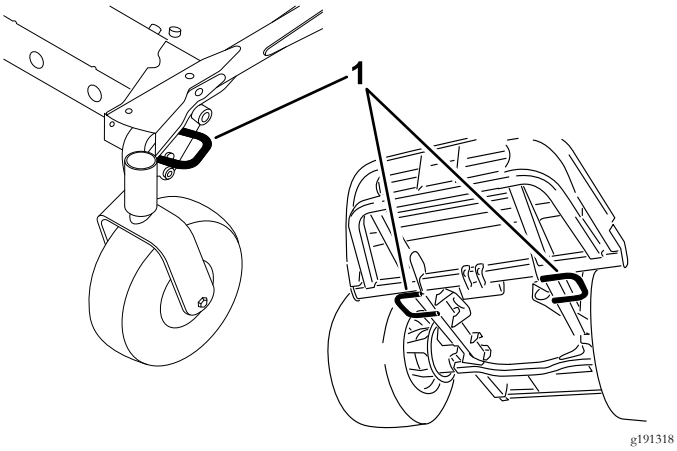

Rysunek 29
5. Zamocuj maszynę do przyczepy lub ciężarówki za pomocą pasów, łańcuchów lub lin, mocując je do metalowych uch na maszynie (Rysunek 29).